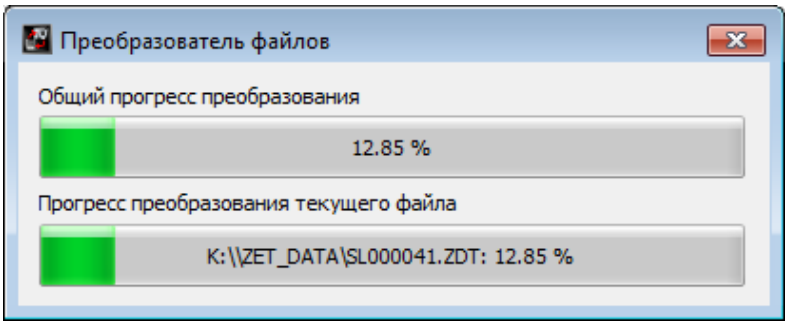

Рис. 3.3 Программа «Преобразователь файлов»
5. Запустится процесс конвертация файлов, состояние которого можно отслеживать в программе «Преобразователь файлов» (Рис. 3.3).